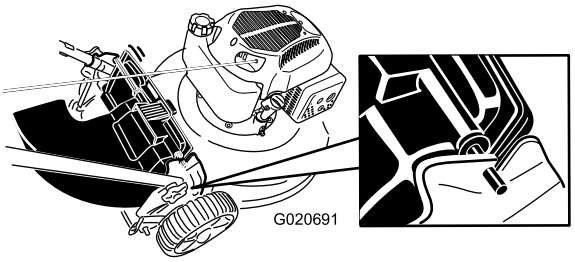

Figur 24
4. För in den bakre utkastarriktarens stång i spåren på klipparen (Figur 24).